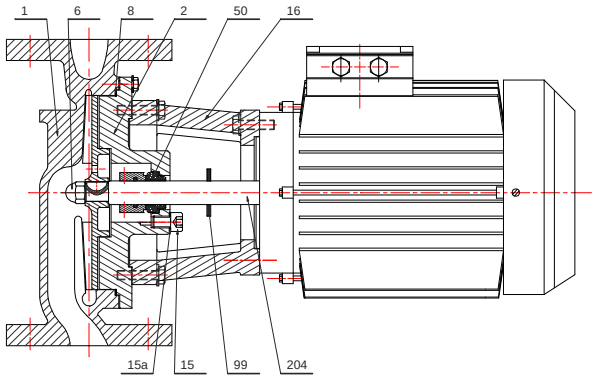

Fig 5
- Les pompes 317, 517 et 613 sont des pompes en ligne fig. 5 ou 6 si arbre manchonné